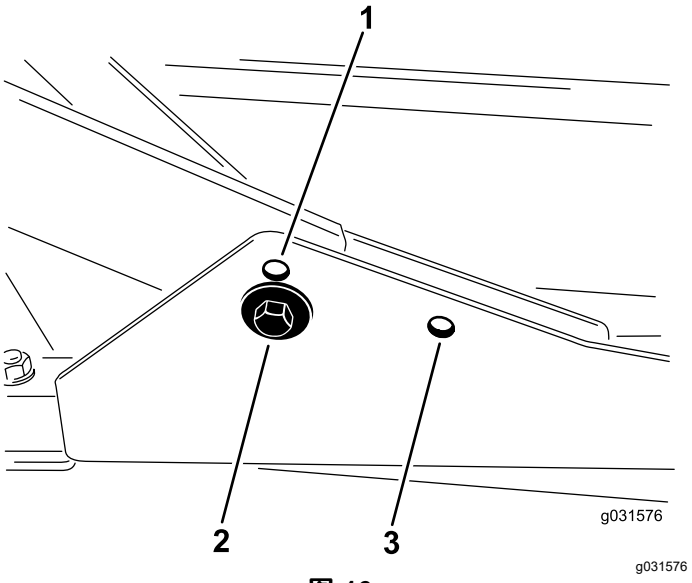

图 16
1. 如果剪草高度介于 27.6cm 之间请将前承载架安装在下方的前安装孔内图 16。
2. 如果剪草高度介于 6.310cm 之间请将前承载架安装在上方的前安装孔内图 16。
对于所有剪草高度后剪草刀盘都应安装在后安装孔内图 16。